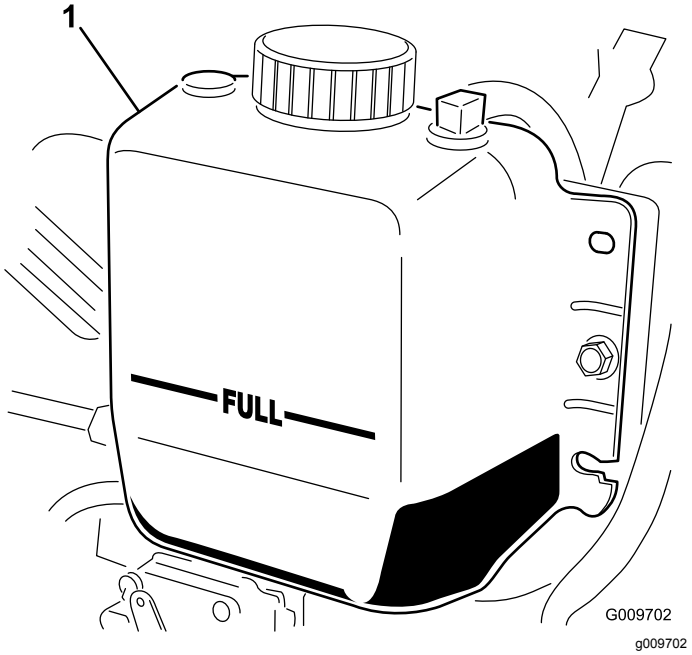

Rysunek 16
2. Sprawdź poziom płynu chłodzącego w chłodnicy. Chłodnica powinna być napełniona aż do górnej części szyjki wlewu, a zbiornik wyrównawczy powinien być napełniony do oznaczenia FULL (pełny) (Rysunek 16).